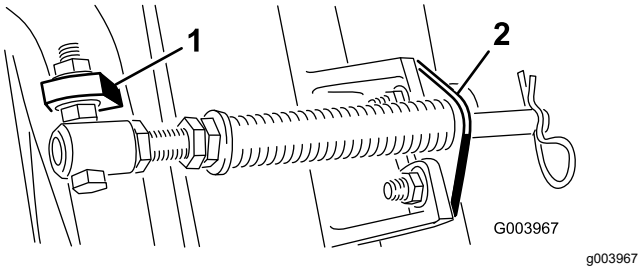

Figuur 5
4. Monteer de stangbeugel aan de lippen op de maai-eenheid met de slotbouten en de moeren (Figuur 5).